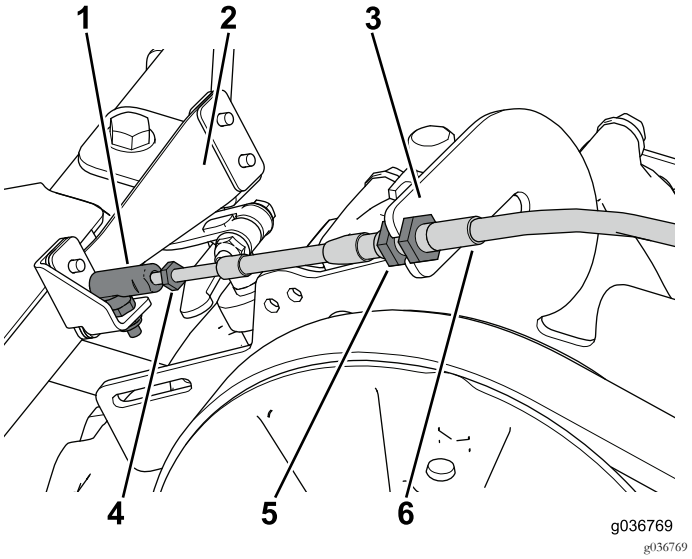

Figura 35
2. Enrosque el conjunto de articulación esférica en el cable del cambio de marchas y sujételo al brazo del cambio de marchas (Figura 35).